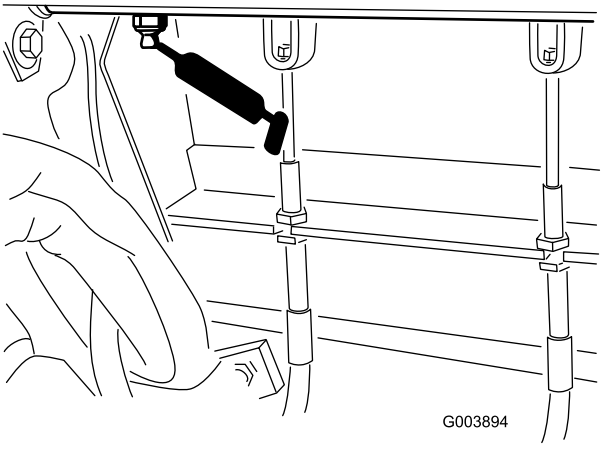

Figur 47
- Én nippel på bremsepedalen (Figur 47).